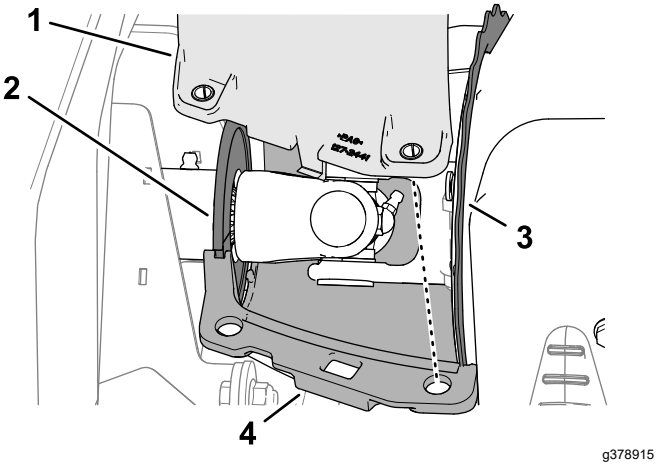

**Figuur 67**
1. Breng de groeven in het bovenste en onderste koelscherm van de generator in een lijn met de pakking van de aandrijfasborstel en de flens van de kap van de generator (Figuur 67).